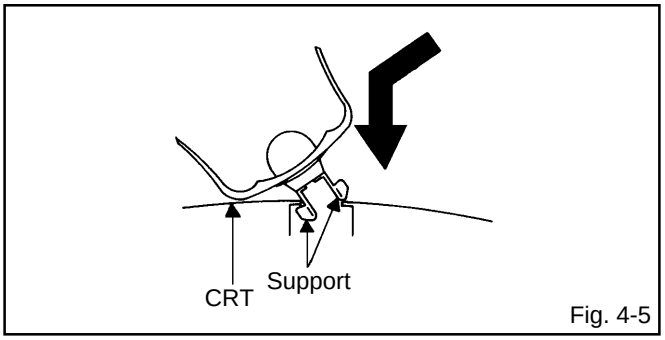

Fig. 4-5
4. Insert one end of the Anode Support into the anode button, then the other as shown in **Fig. 4-5**.